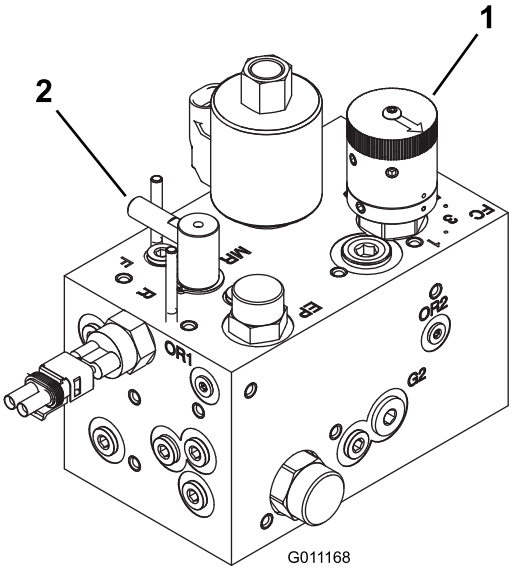

Figur 75
3. Drei slipekontrollen til slipestilling (R). Drei spolen for spolehastighet til posisjon 1 (Figur 75).